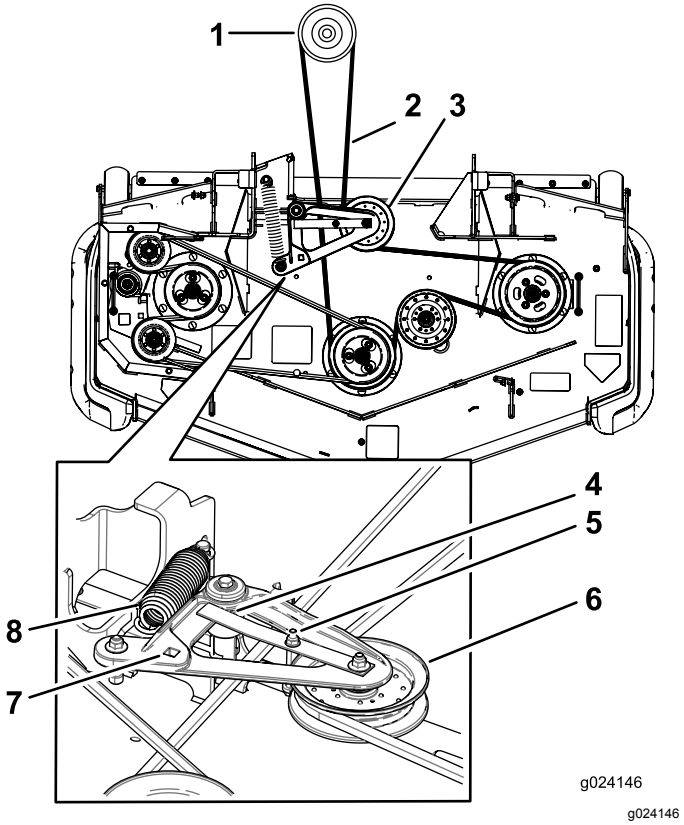

Figur 97
5. Hæv vognbunden, og stik en skralde i det firkantede hul i skjoldstyrearmen (Figur 97).
6. Drej skjoldstyrearmen med uret, og tag plæneklipperremmen af (Figur 97).
7. Fjern monteringsboltene/-møtrikkerne på begge sider af skjoldet som vist i Figur 97, og læg dem til side.